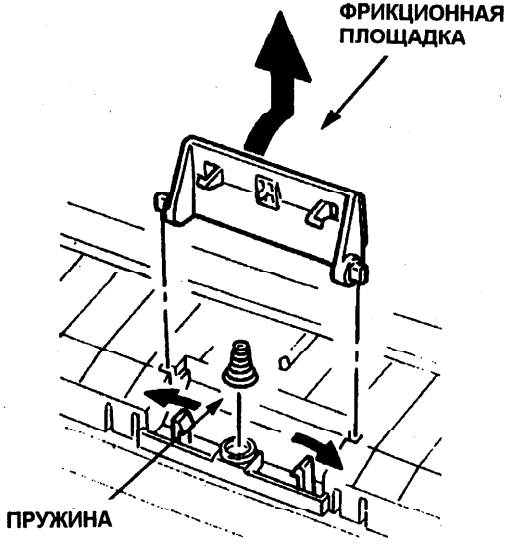

Рис. 1. Фрикционная площадка
9. Освободите фиксирующие лапки направляющей для бумаги под фрикционной площадкой (Рис. 1).